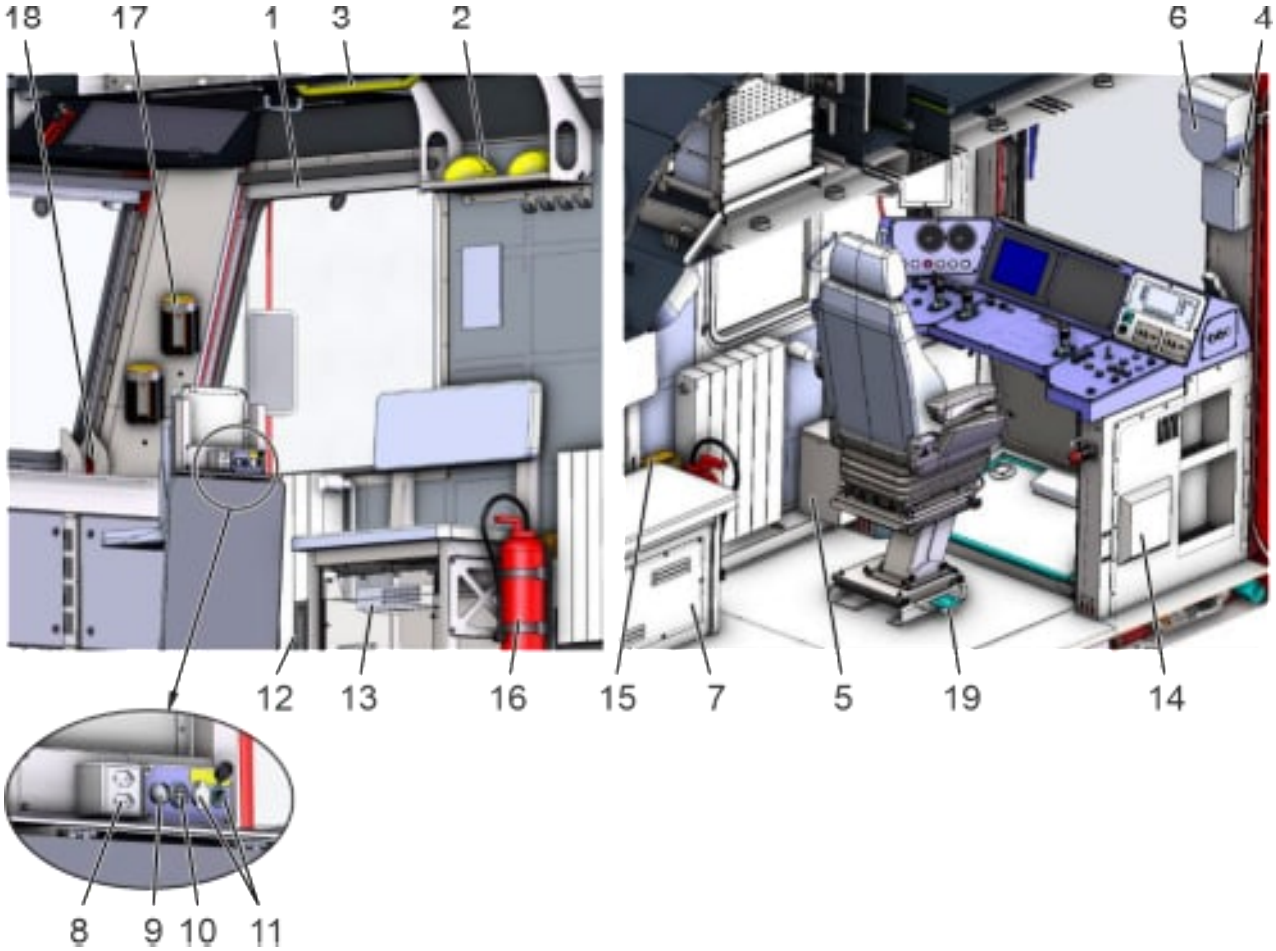

Fig. 8: Cabina di guida
Tutte le finestre sono equipaggiate con tendine parasole coprenti, cfr. Fig. 8 (1). I vetri anteriori, posteriori e della porta sono realizzati come vetri di sicurezza stratificati riscaldabili. Anche il finestrino laterale fisso accanto ai banchi di manovra è dotato di scaldavetro elettrico. I finestrini scorrevoli dei vetri laterali fungono anche da uscita di emergenza.